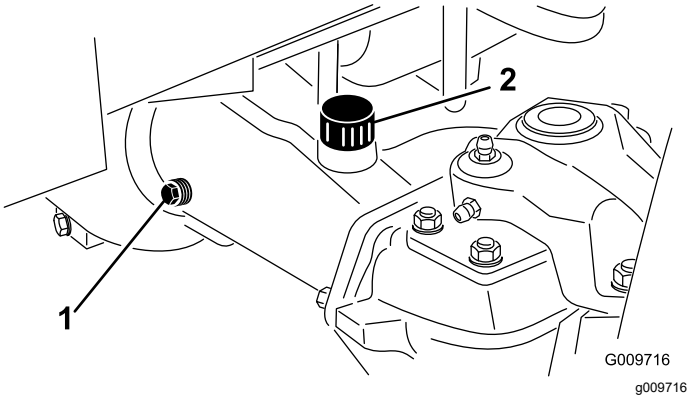

図 88
2. アクスルの一方の端部から点検用プラグ図 88を抜き、穴の高さまで潤滑油があることを確認する。量が不足の場合は、給油プラグ図 88をはずして補給する。